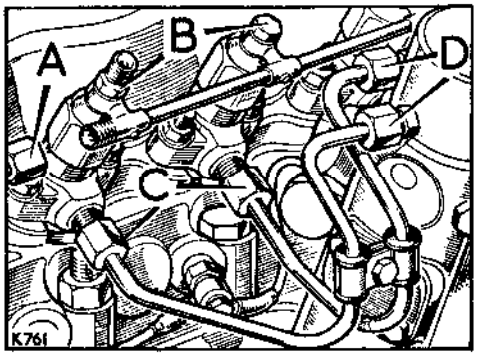

**Fig. A2-30. Injector fuel pipes arrangement**
4. Refit the fuel pipes to the injectors and tighten at the distributor pump. Fig. A2-30 refers.